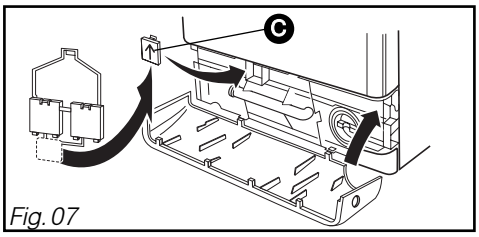

Fig. 07
– Bouchez le trou laissé par la bride à l'aide du **cache** fourni C *(Fig. 07).*
– Reclippez la plinthe *(Fig. 07).*